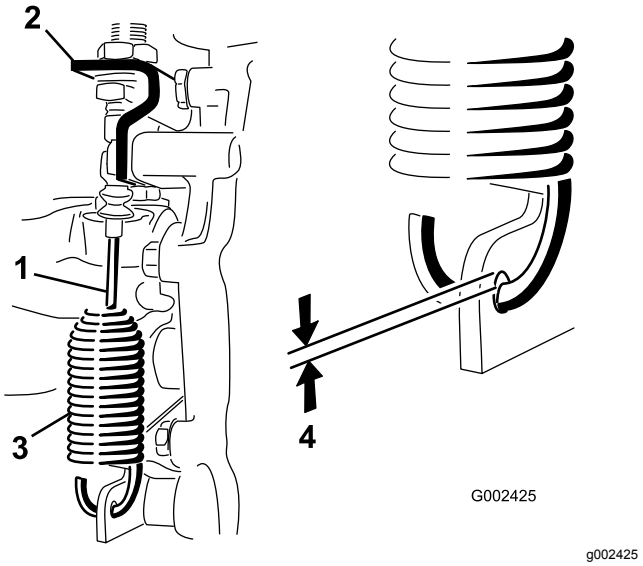

Figur 45
2. Løsne på låsemutterne som fester differensialsperrekabelen til braketten på transakselen (Figur 45).